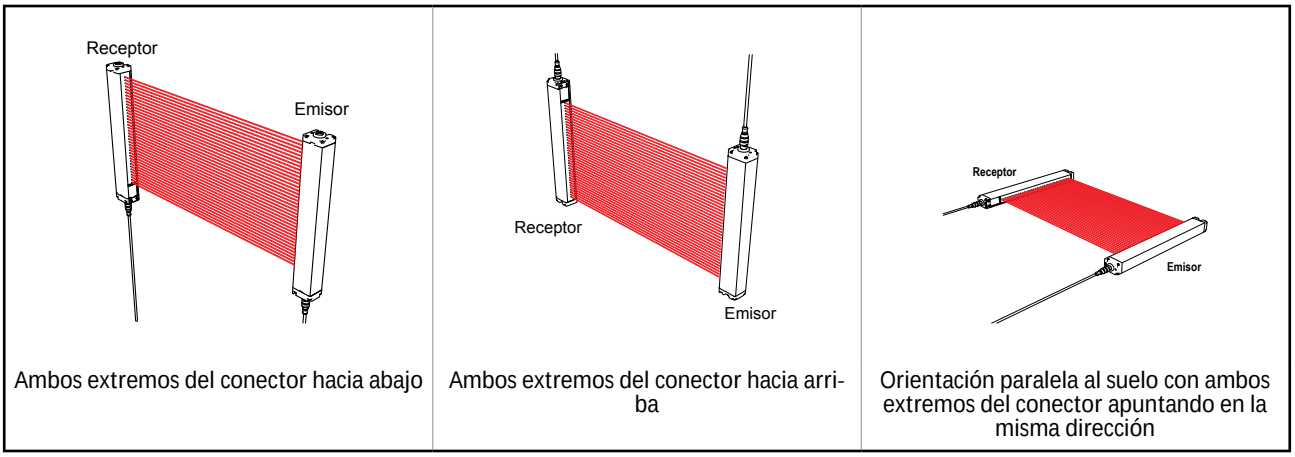

*Imagen 12: Ejemplos de Correcta Orientación de Emisor/Receptor*
Importante: Los extremos del conector de ambos sensores deben apuntar en la misma dirección (vea *Imagen 12* página 20). Montar los soportes de forma suelta en la superficie deseada utilizando los tornillos y tuercas M5 suministrados, o el hardware suministrado por el usuario. Los soportes pueden colocarse de cara hacia adentro o hacia afuera, según se desee.
3. Coloque el emisor y el receptor en sus soportes, como se muestra en *Imagen 12* página 20. Fije ligeramente la placa de soporte frontal al soporte, en cada extremo.
Importante: Los extremos del conector de ambos sensores deben apuntar en la misma dirección (vea *Imagen 12* página 20).